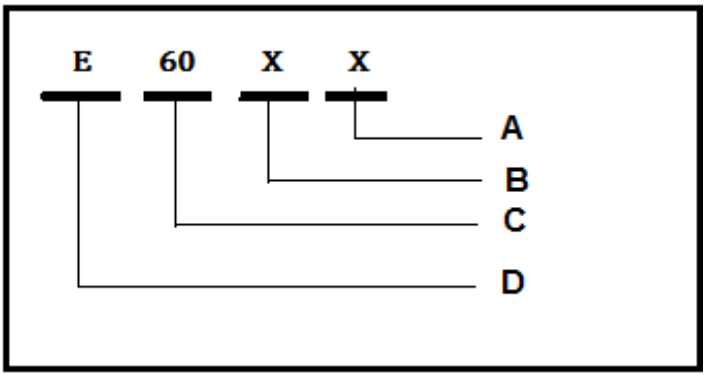

FIGURE 2 (4)
2.2 FIGURE 2 shows the specification number of an electrode. Name each labelled symbol by writing only the answer next to the letter (A–D) in the ANSWER BOOK.